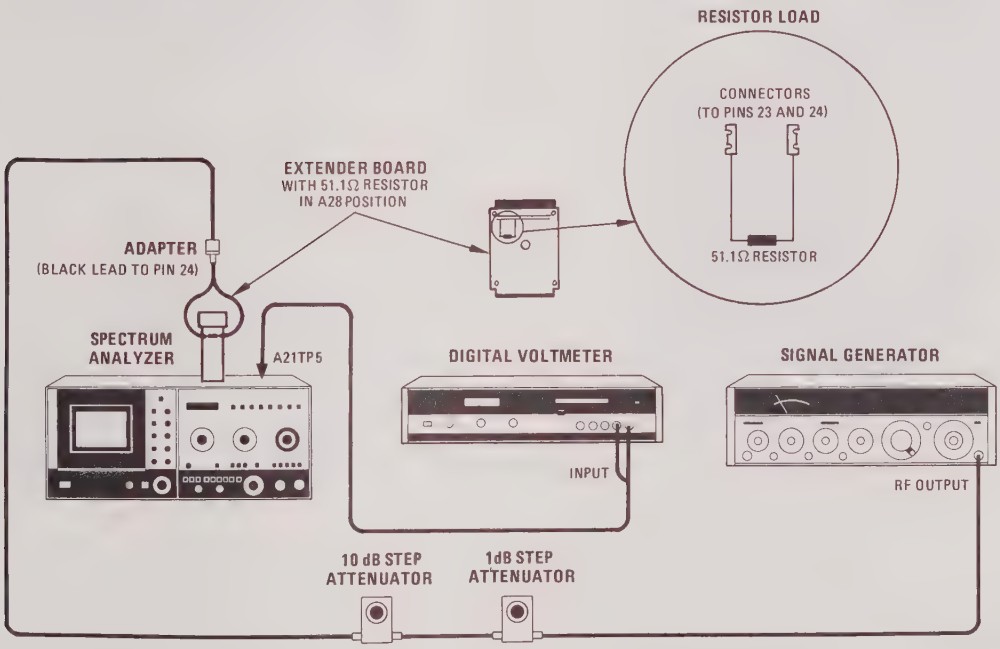

Figure 5-24. Step Gain Adjustment Test Setup
b. Install 51.1 ohm resistor between pins 23 and 24 on extender board (Figure 5-24). Remove A28 Variable Gain Amplifier and install extender board in its place (do not install A28 on extender board).
c. Reconnect power cord, set LINE switch ON, connect equipment as shown in Figure 5-24, and set 8565A controls as follows: